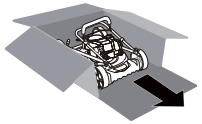

Fig. 2
1. Corte dos esquinas de la caja y coloque el panel final en el suelo (Fig. 2).